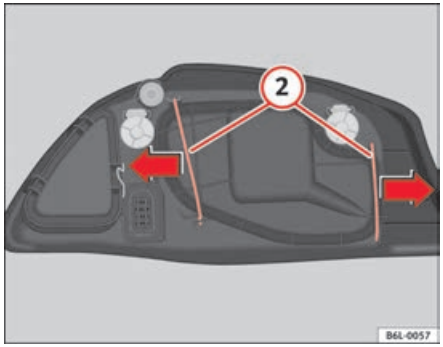

Fig. 151 Dipped headlight lamp
– Remove the loops (2) ⇒ fig. 151 outwards in the direction of the arrow and remove the cover.
– Fit the plastic cover and replace the loops (2) ⇒ fig. 151.